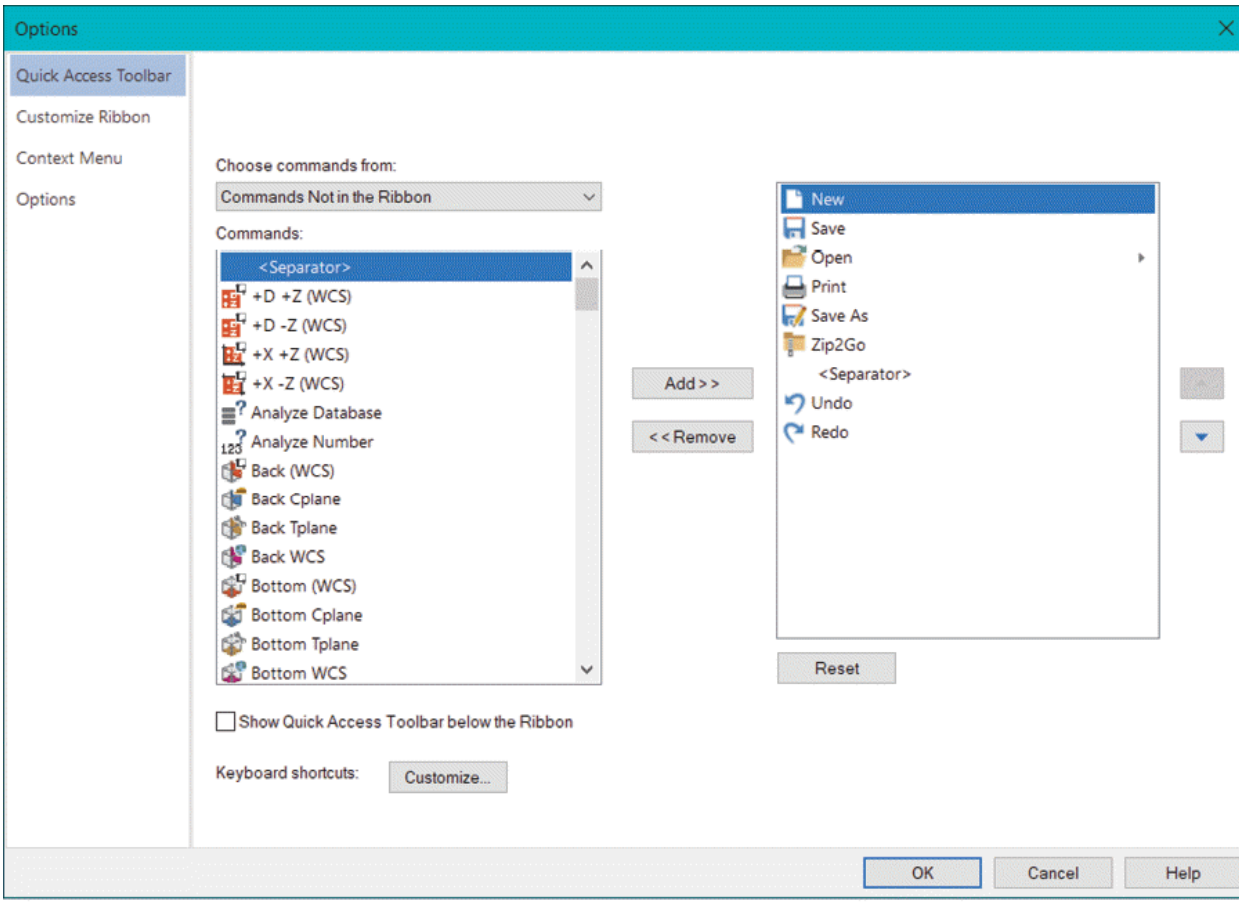

Figure-14. Options dialog box
- Click on the **More Commands** tool from the drop-down to add more tools in the **Quick Access Toolbar**. The **Options** dialog box will be displayed; refer to Figure-14.